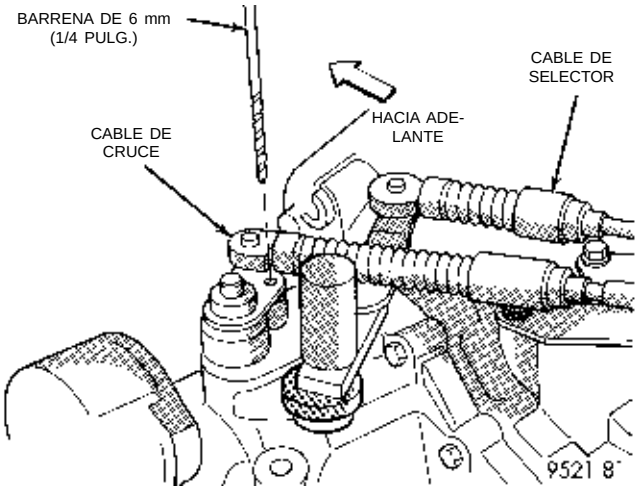

Fig. 16 Procedimiento de bloqueo de la palanca de cruce
(3) Bloquee la palanca de cruce del transeje en la posición de punto muerto de 3-4 mediante una barrena de 6 mm (1/4 pulg.). Alinee el orificio de la palanca de cruce con el del tope de la caja del transeje (Fig. 16). Asegúrese de que la barrena entra en la caja del transeje al menos unos 13 mm (1/2 pulg.).
(4) El cambiador tiene carga de muelle y es autocentrante. Deje el cambiador en su posición de punto muerto. Apriete el tornillo de ajuste con una torsión de 8 N·m (70 lbs. pulg.). Al apretar el tornillo de ajuste, deben extremarse las precauciones para evitar descentrar el mecanismo de cambio.
(5) Retire la barrena de la caja del transeje y realice una verificación funcional desplazando el transeje por todas las marchas.